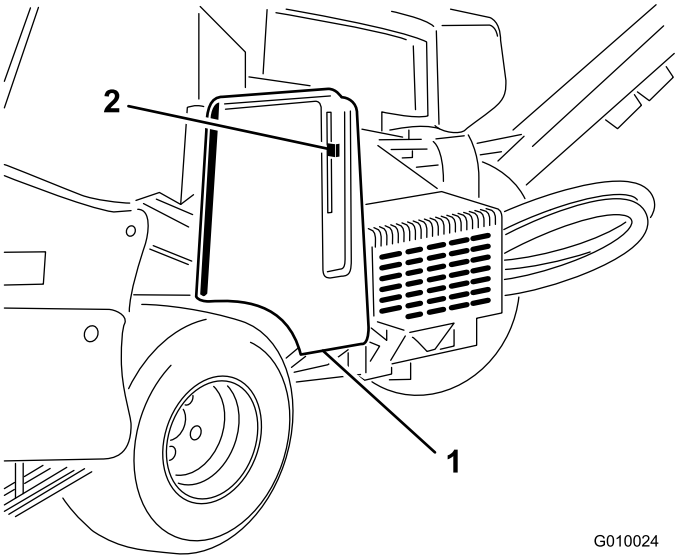

Figur 17
2. Løsn, og fjern remskærmen (Figur 17).